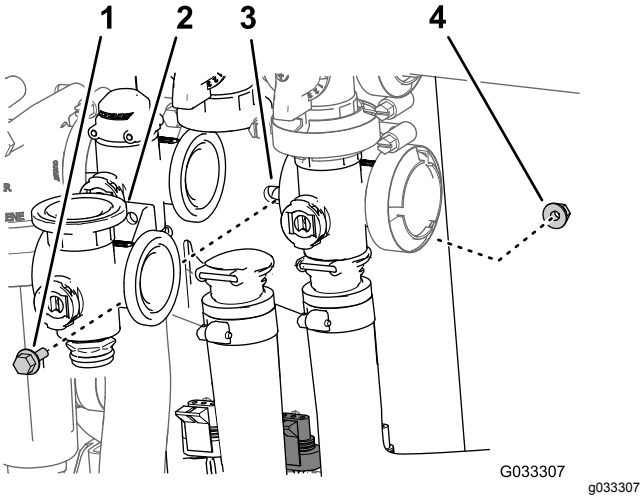

Figur 70
3. Fjern flenshodeskruen og den flensede låsemutteren som sikrer risteventilen til ventilfestet, og fjern ventilmanifoldet fra maskinen (Figur 70).